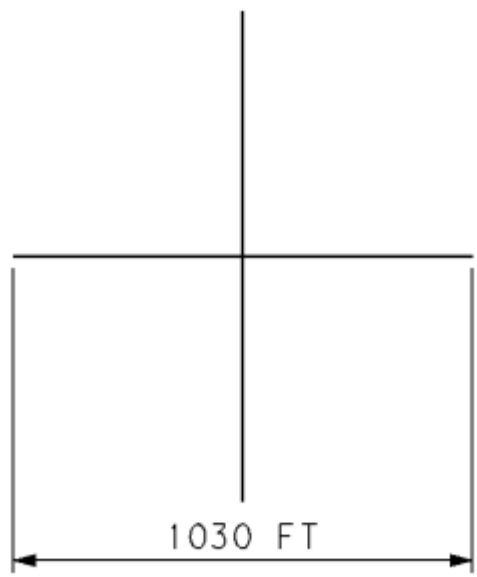

Figure 1-lab 6
1. Use place line command to make the Line 1030 Feet Long at an angle of 0 degrees. (See Figure 1-Lab 6)
A. Use the **Rotate Copy** Command to Rotate the 1030 Foot-long Line Drawn at 90 Degrees about its Center, Tentative Snap to the Center of the Original Line for the Second Data Point. (See Figure 1-Lab 6)